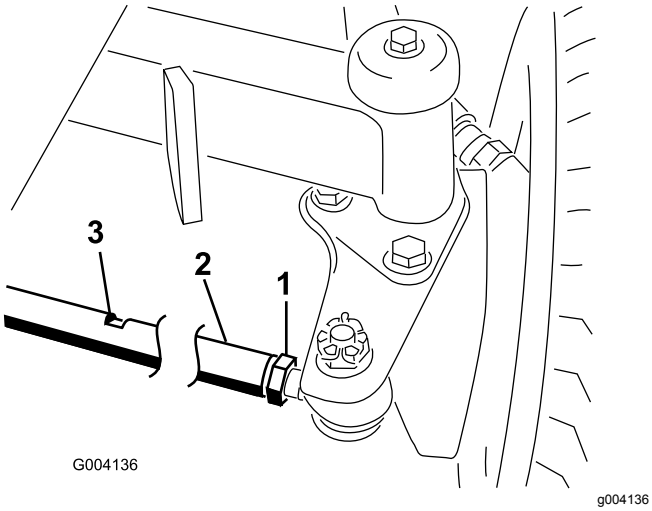

Figur 58
2. Løsne låsemutteren på begge ender av parallellstaget (Figur 58).